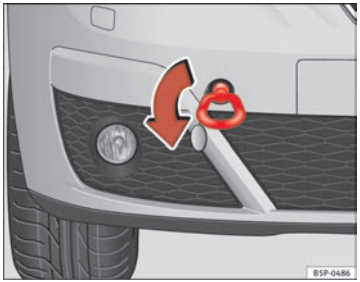
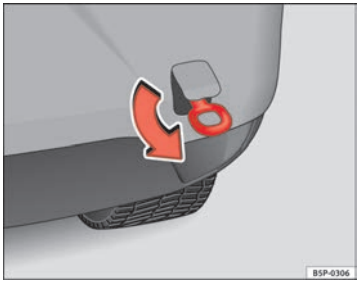

Fig. 207 The front right section of the vehicle: Fitting the front towing eye
Fig. 208 Fitting the towing eye to the rear of the vehicle
– Screw the towing eye *anti-clockwise*, in the direction of the arrow, to the limit position in the front ⇒ fig. 207 or rear ⇒ fig. 208 threaded hole. ■